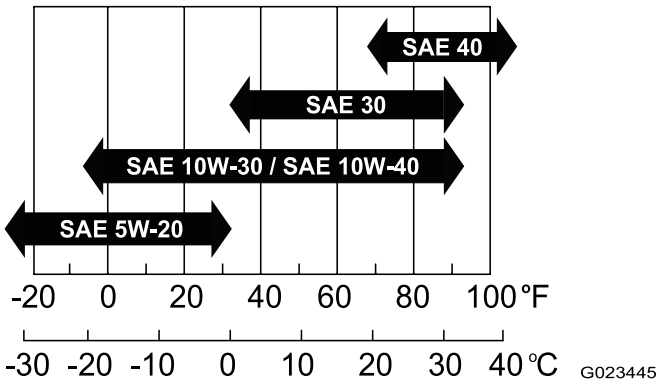

Figur 14
- **Viskositet:** SAE 30; se følgende skema med oplysninger om andre viskositeter (Figur 14):